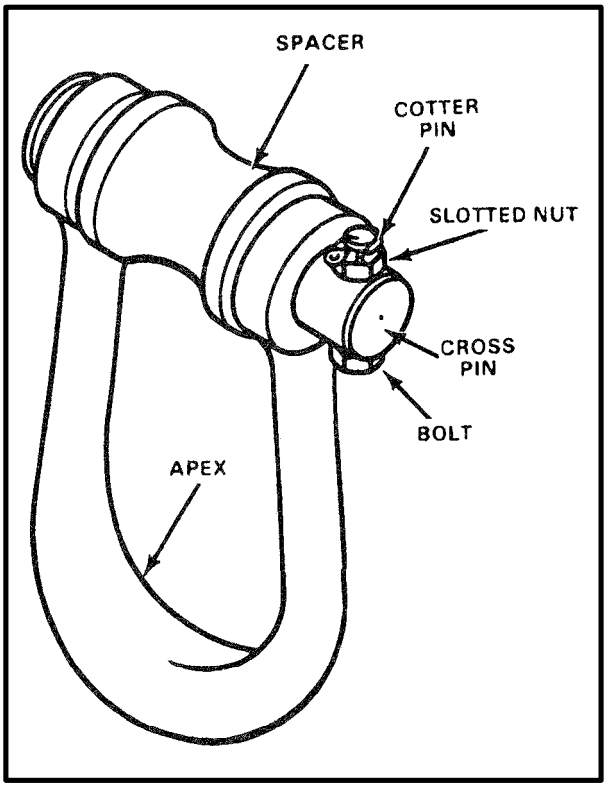

***Figure 6-27. 40,000-Pound Capacity Apex Shackle Fitting***
**a. Apex Shackle Fitting.** The 40,000-pound capacity steel apex shackle fitting holds the sling leg assemblies and attaches directly to the helicopter cargo hook (Figure 6-27). The apex fitting can be easily disassembled to allow for the removal or addition of sling legs as necessary. The spacer helps to center the apex fitting on